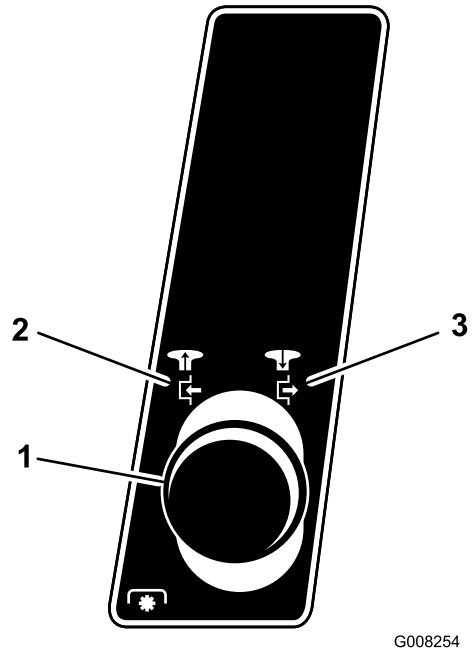

Figur 6
2. Trekk spaken for knivkontroll (kraftuttak) til innkoblet posisjon (Figur 6).
2. Skyv spaken for knivkontroll (kraftuttak) til frakoblet posisjon (Figur 6).